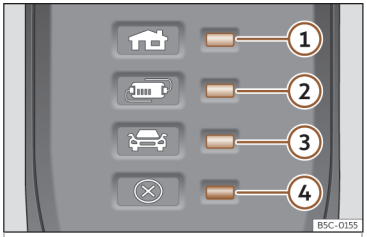

Fig. 211 Nel cavo di ricarica per prese di corrente: Spie di controllo del dispositivo di protezione.
›› **fig. 211**:
Il dispositivo di protezione elettronico ›› **fig. 211** fa sì che il connettore di ricarica rimanga senza corrente finché non si inserisce nella presa di ricarica del veicolo.
Una o più spie di controllo›› **fig. 211** ①, ② o ③ si accendono in verde.
Indicazione ››› fig. 211	Significato
Se la spia di avvertimento ④ rossa lampeggia o si accende senza una spia di controllo costante››› fig. 211 ①, ② o ③ l'indicatore di funzionamento, si è verificata un'avaria.